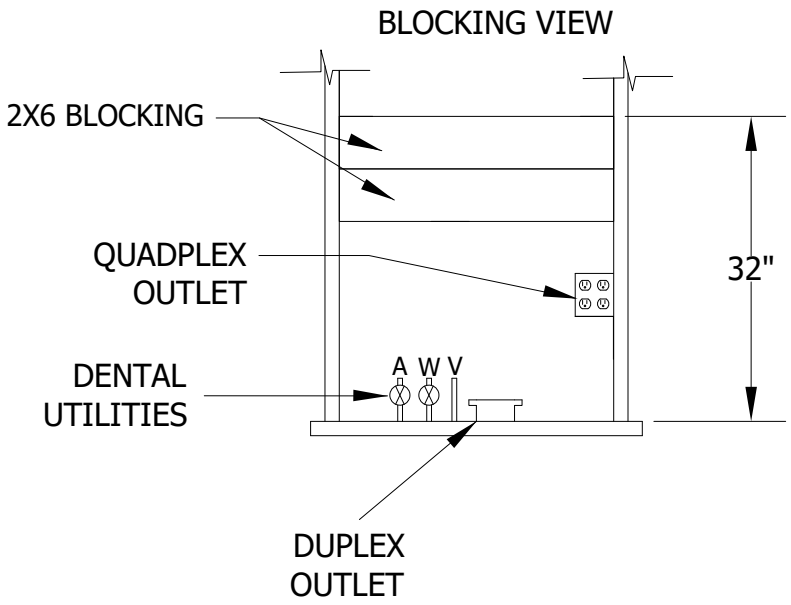

Fig 13.4
1. Refer to Fig 13.4 for blocking location